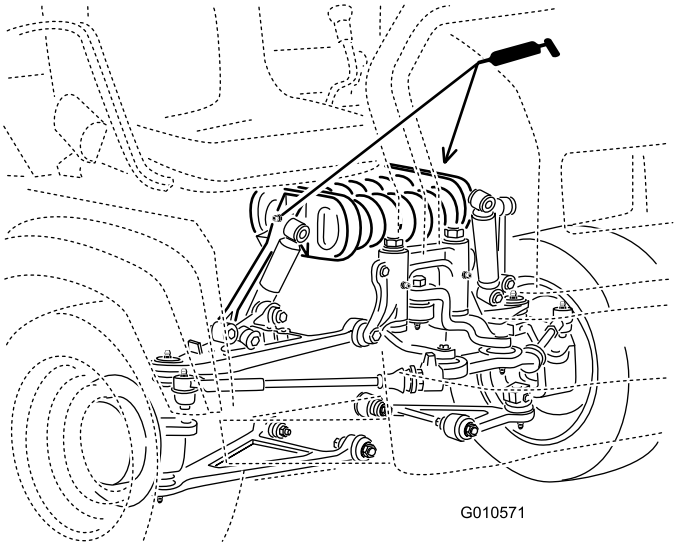

Figur 40
- fjäderkolonn (2) enligt Figur 40